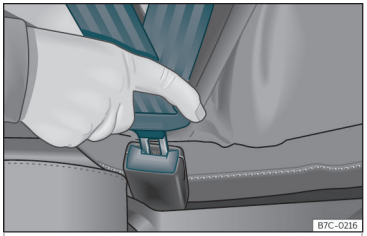

Fig. 9 Insert the latch plate of the seat belt into the buckle.
- Engage the latch plate in the buckle of the corresponding seat››› **Fig. 9** .